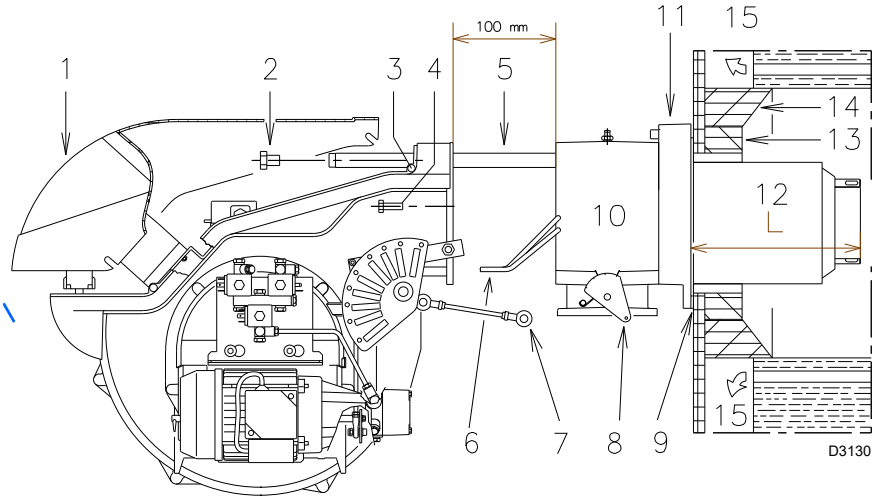
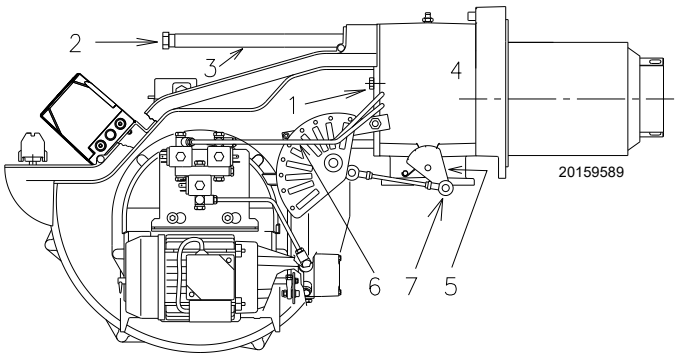

Fig. 15
Fig. 20
For boilers with front flue passes 15)(Fig. 15 on page 20), or flame inversion chamber, a protection in refractory material 13) must be inserted between the boiler fettling 14) and the blast tube 12).
For boilers with a water-cooled front piece, a refractory lining 13)-14)(Fig. 15 on page 20) is not necessary, unless expressly requested by the boiler manufacturer.
Separate the combustion head from the rest of the burner, Fig. 15:
- ➤ Disconnect the electrode cables, then completely unthread the burner from the slide bars. Fix the pipe coupling with the flange 11)(Fig. 15) to the boiler plate interposing the insulating gasket 9)(Fig. 15) supplied with the equipment. Use the 4 screws, also supplied, after protecting their thread with an anti-locking product.
Reassemble the burner on the guides 3)(Fig. 20) at about 100 mm from the pipe coupling 4)(Fig. 20); see in the position shown in Fig. 15.
Insert the electrode cables and then slide the burner up to the pipe coupling, the burner in the position indicated in Fig. 20.
Refit screws 2) on slide bars 3)(Fig. 20).
Fix the burner to the pipe coupling with screws 1)(Fig. 20).
Reconnect the light oil pipes by screwing the two fittings 6)(Fig. 15).
Reconnect the articulated coupling 7) to the graduated sector 5)(Fig. 20).